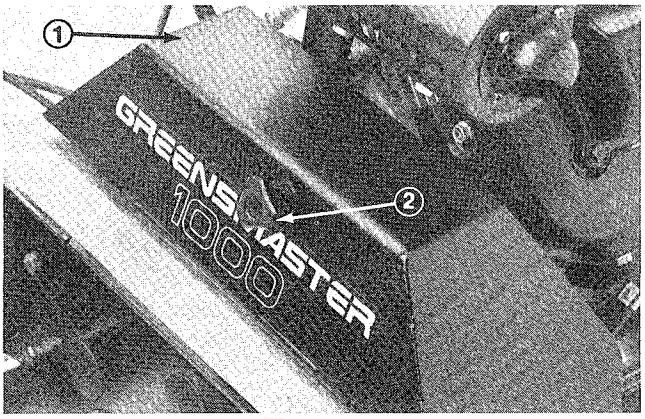

Figure 34
2. Loosen retainer securing belt cover and pivot cover open. (Fig. 34).
2. Loosen retainer securing belt cover and pivot cover open (Fig. 34).